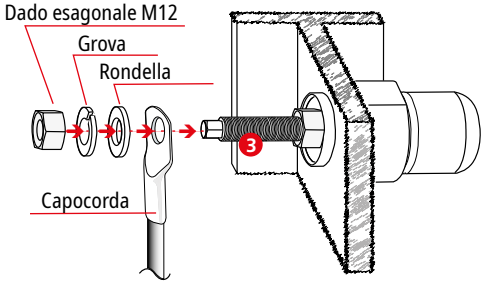

Fig. 5a
Alle fig. 5a - 5b
➲ La messa a terra si effettua tramite un conduttore di messa a terra con sezione trasversale di almeno 50 mm² in rame. Il collegamento meccanico all'adattatore per palo MA SDS M12 si esegue tramite un capocorda (collegamento Ø 12 mm), che va collocato sul connettore e ad esso avvitato. L'avvitaggio va effettuato con rondella, grova e dado esagonale M12 (misura 19, 10-30 Nm). Nel contempo occorre tenere fermo, esercitando forza in senso opposto, l'elemento di connessione ❸ applicando all'apposita superficie una chiave a forchetta (misura 8) (vedere fig. 5a - 5b).